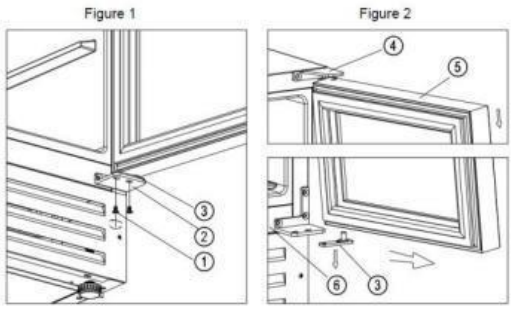

Bild 1–2
2. (Bild 1) Skruva ur de två skruvarna (1) från det högra nedre gångjärnet (2).